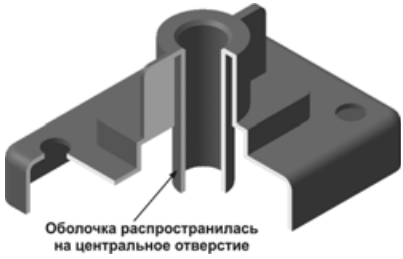

Рис. 5.78
- Нажмите кнопку **Перестроить** на панели **Вид** — модель перестроиться с учетом нового положения элементов (рис. 5.78).